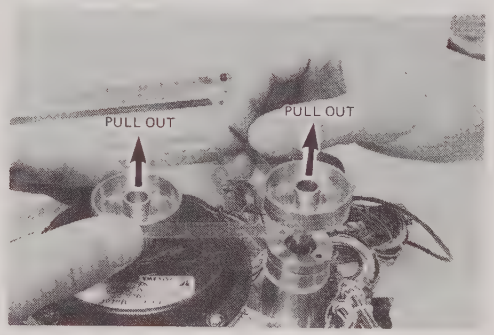

Fig. 5-10
3. Clean each pulleys and place new belt over pulley, then mount pulleys with belt on shafts and fasten them with screws. (See Fig. 5-10). Then after following;